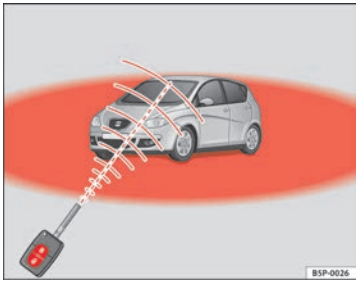

Fig. 65 Range of the remote control
- The remote control functions only when you are in range ⇒ page 107, fig. 65 (red area).
- If the vehicle is unlocked using the 🔓 (1) button, it will lock again automatically if any of the doors or the tailgate are not opened within 30 seconds after unlocking it. This function prevents the vehicle from remaining unlocked if the unlock button is pressed by mistake.